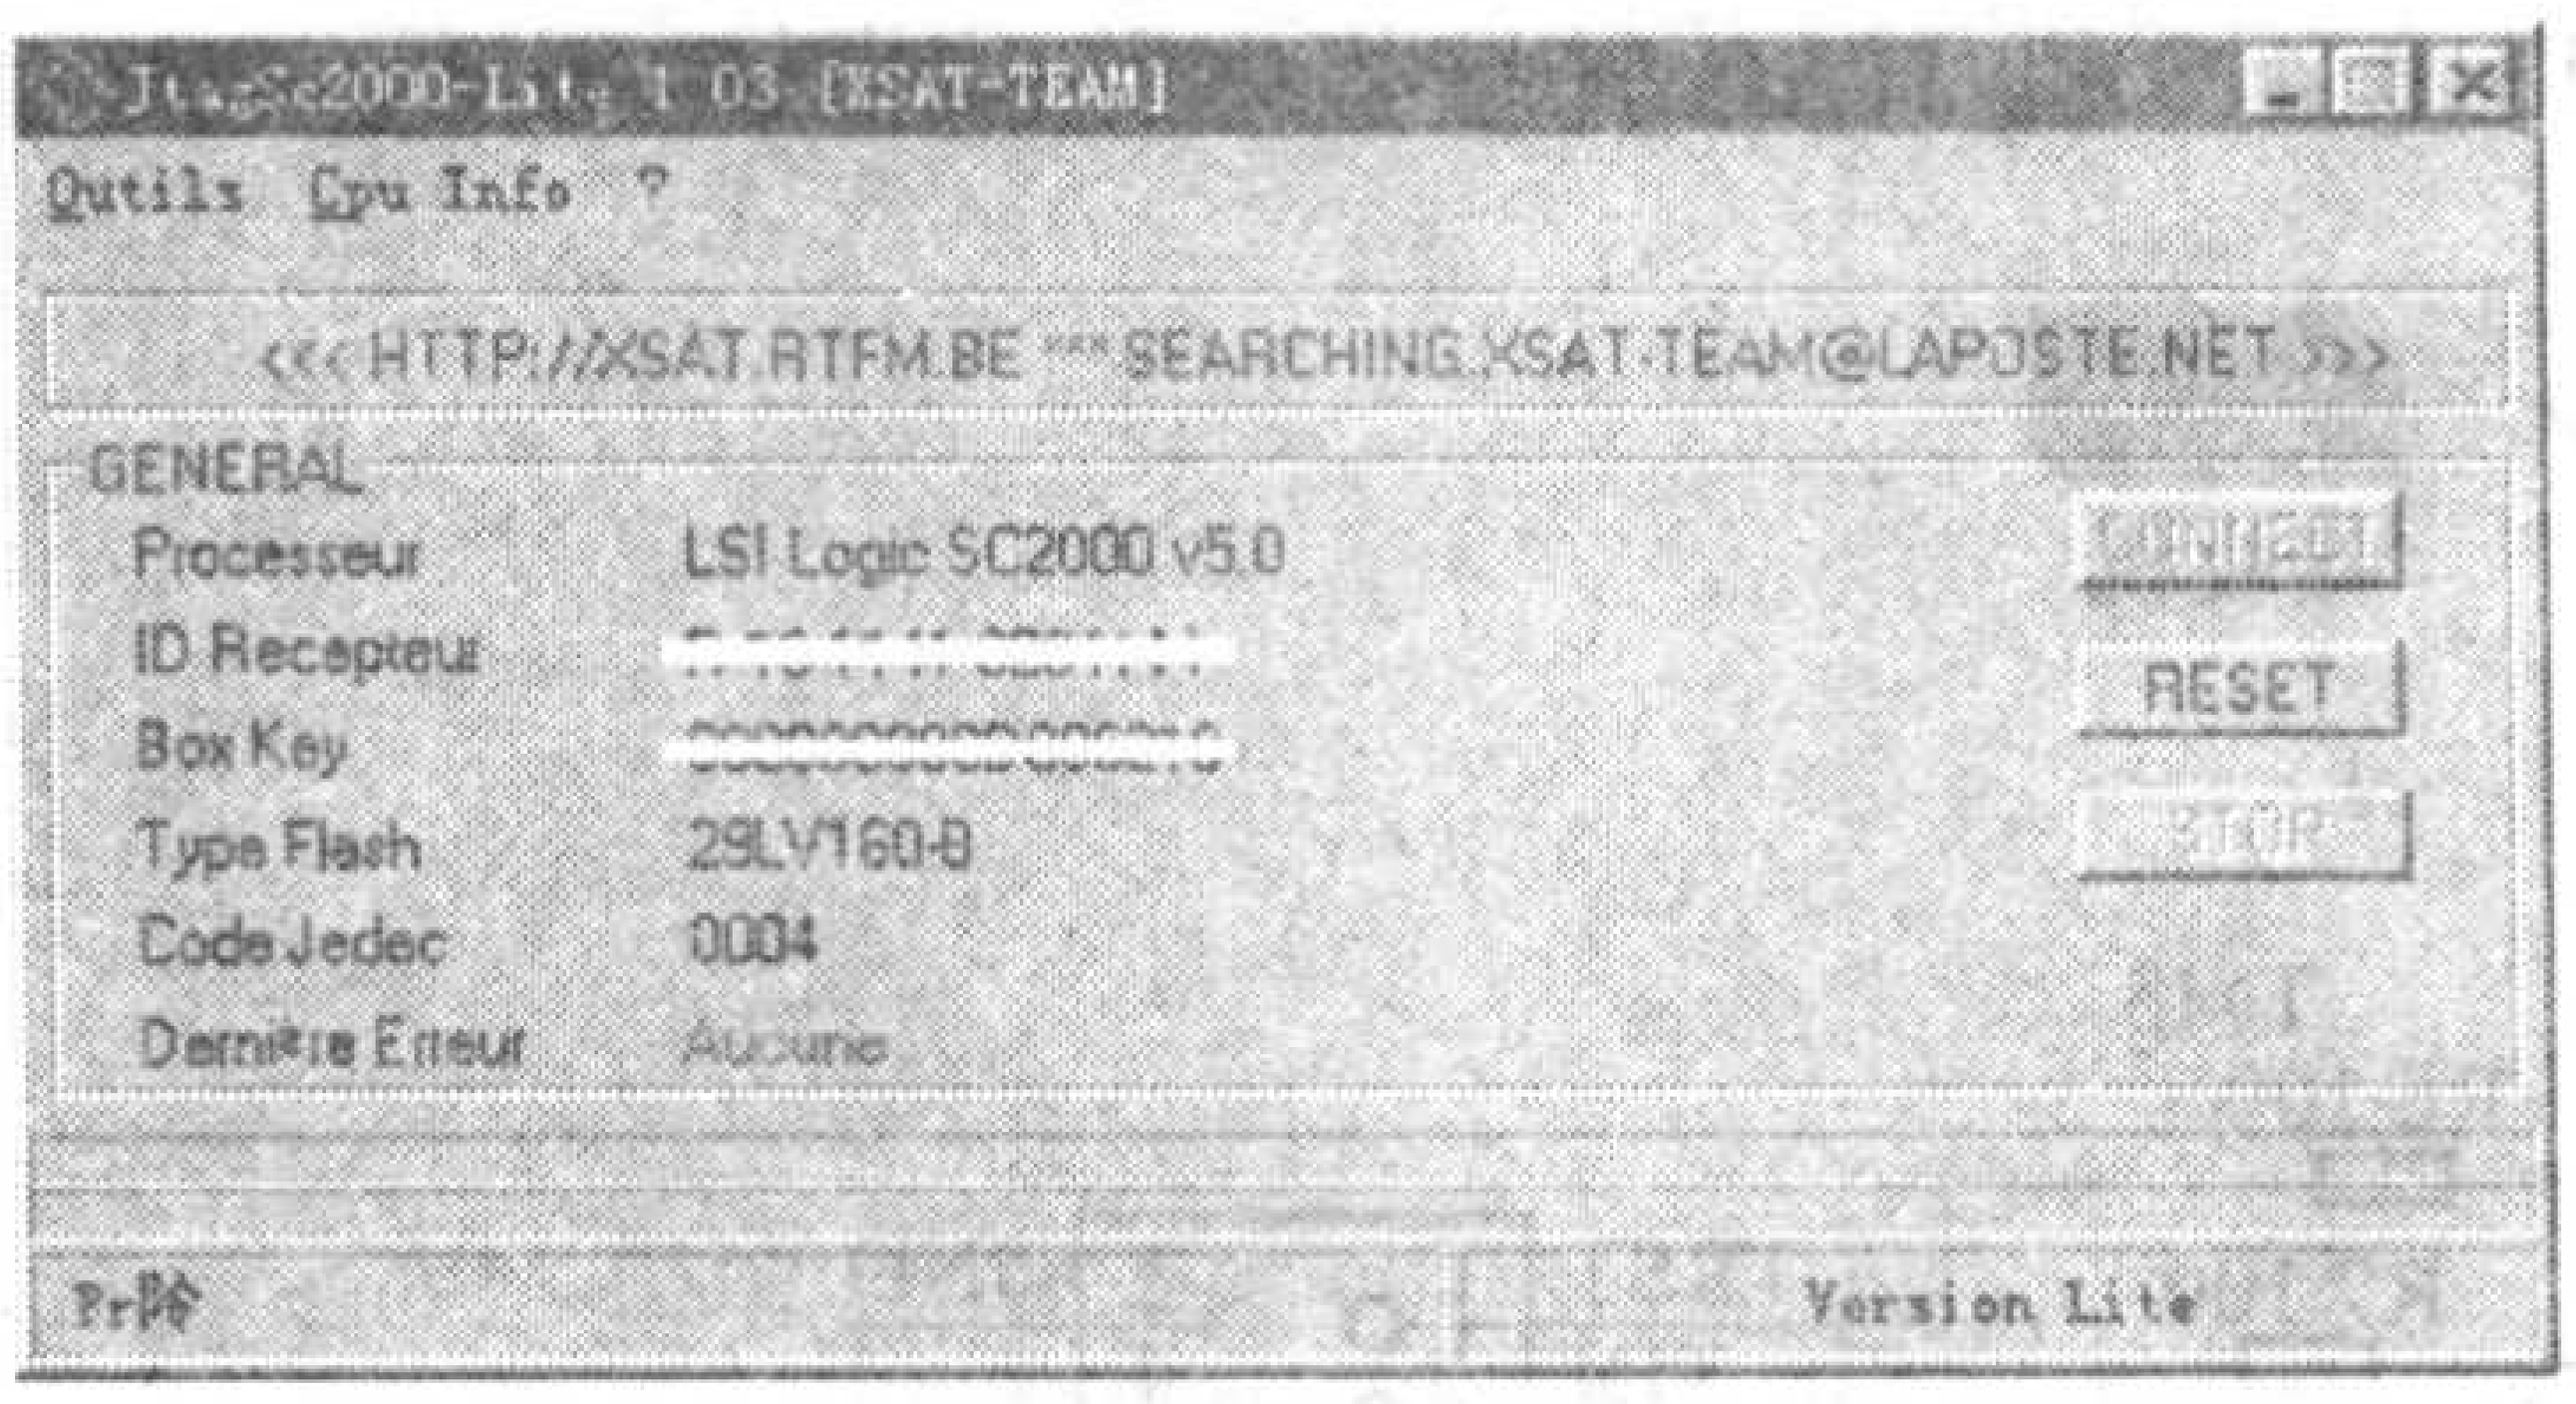

图 6
3. 如果 JTAG 连接正常,410 工作正常,就会检测出 FLASH 的型号(见图 6)。